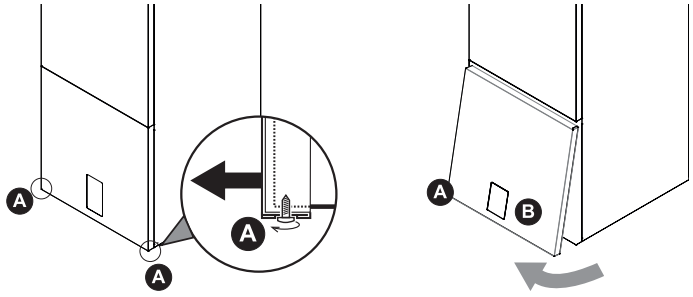

fig. 16 - desmontagem do painel frontal
- Solte parcialmente os parafusos A (ver “fig. 16 - desmontagem do painel frontal").
- Extraia o painel B e solte-o das fixações superiores (ver “fig. 16 - desmontagem do painel frontal").